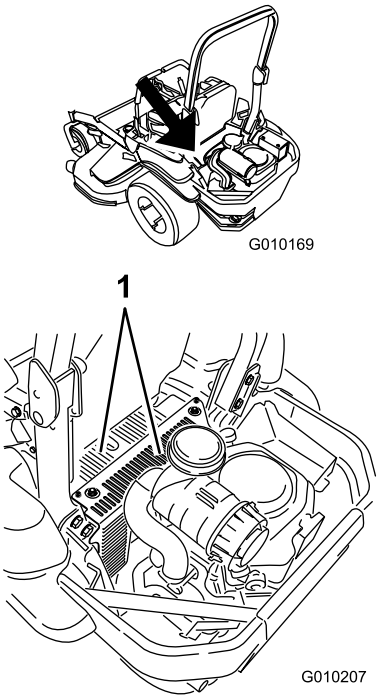

**Figure 69**
5. Débarrassez les capots de l'unité hydraulique de l'herbe et des débris accumulés (Figure 69).